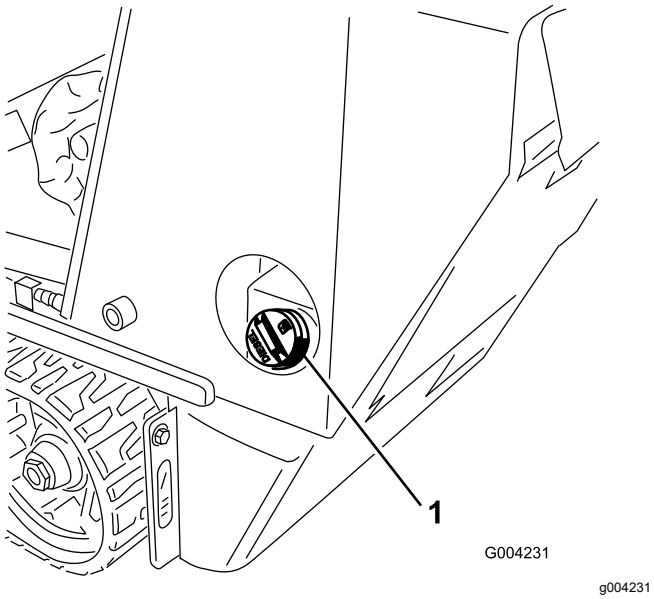

Rysunek 15
3. Oczyść okolice korka zbiornika paliwa, po czym odkręć korek (Rysunek 15).